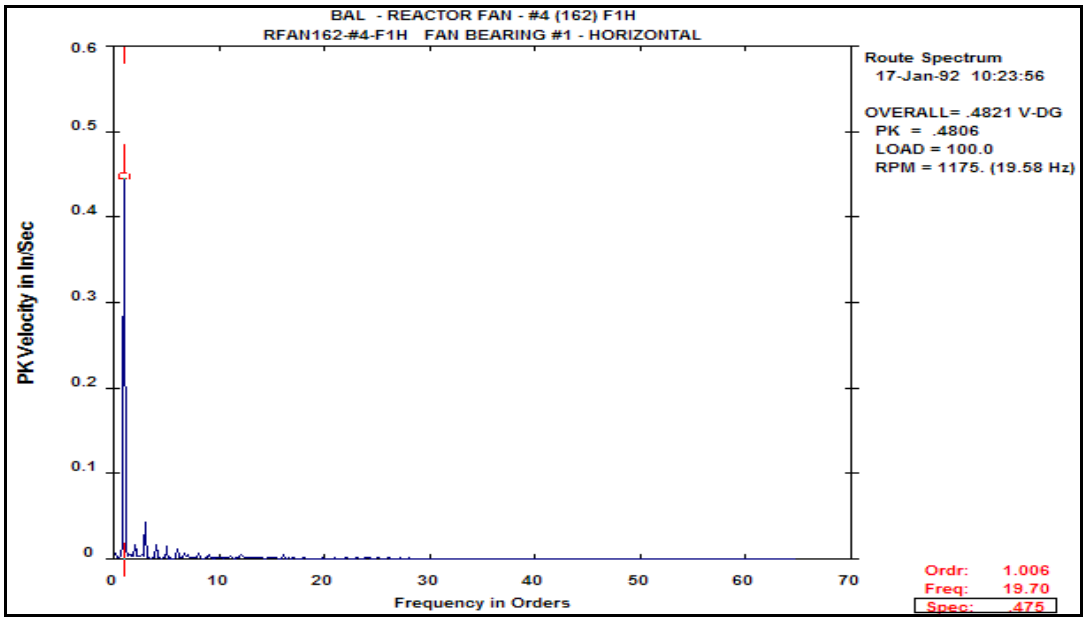

Figure 21
The spectrum from the Fan Inboard Horizontal position in Figure 21 reveals elevated **Overall** amplitude at almost 0.5 in/sec. Turning speed is located with an amplitude of 0.475 in/sec. Almost all of the energy is being generated by the turning speed of the machine.
3) High amplitude turning speed peaks in the radial direction (Figure 21)
4) Low amplitude turning speed harmonics (Figure 21)